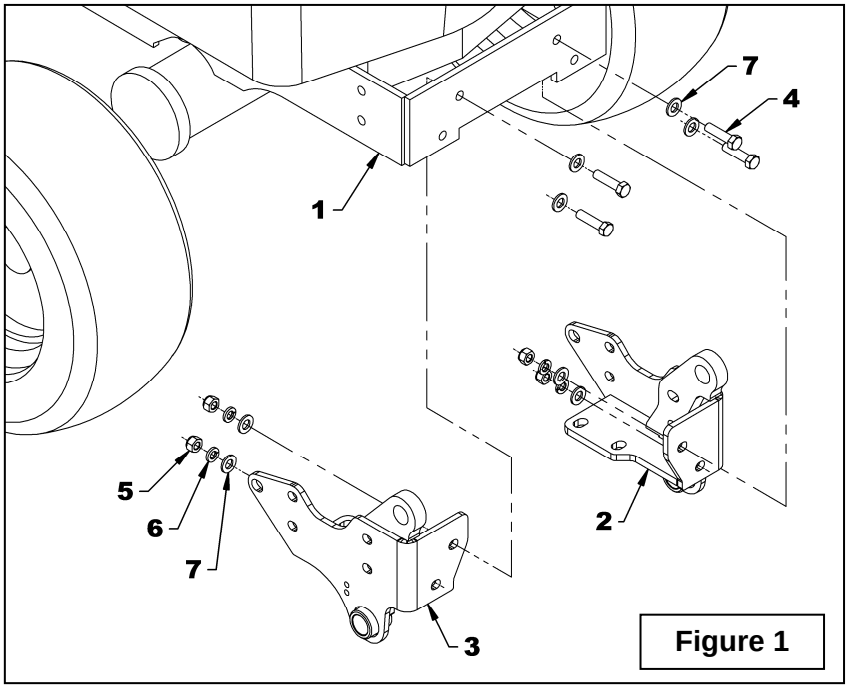

Figure 1
1. Regrouper les items 2 à 7 énumérés dans le tableau de la figure 1.
2. **Figure 1:** Insérer le support gauche (item 2) à l'intérieur du châssis du tracteur (item 1) en passant par dessous et fixer sans serrer avec deux boulons hex. 7/16"NC x 1 3/4" lg, quatre rondelles plates 12mm (Ø13mm int.), deux rondelles de blocage 7/16" et deux écrous à bague de nylon 7/16"NC (items 4-7-6-5).
3. **Figure 1:** Effectuer la même procédure pour fixer le support droit (item 3).